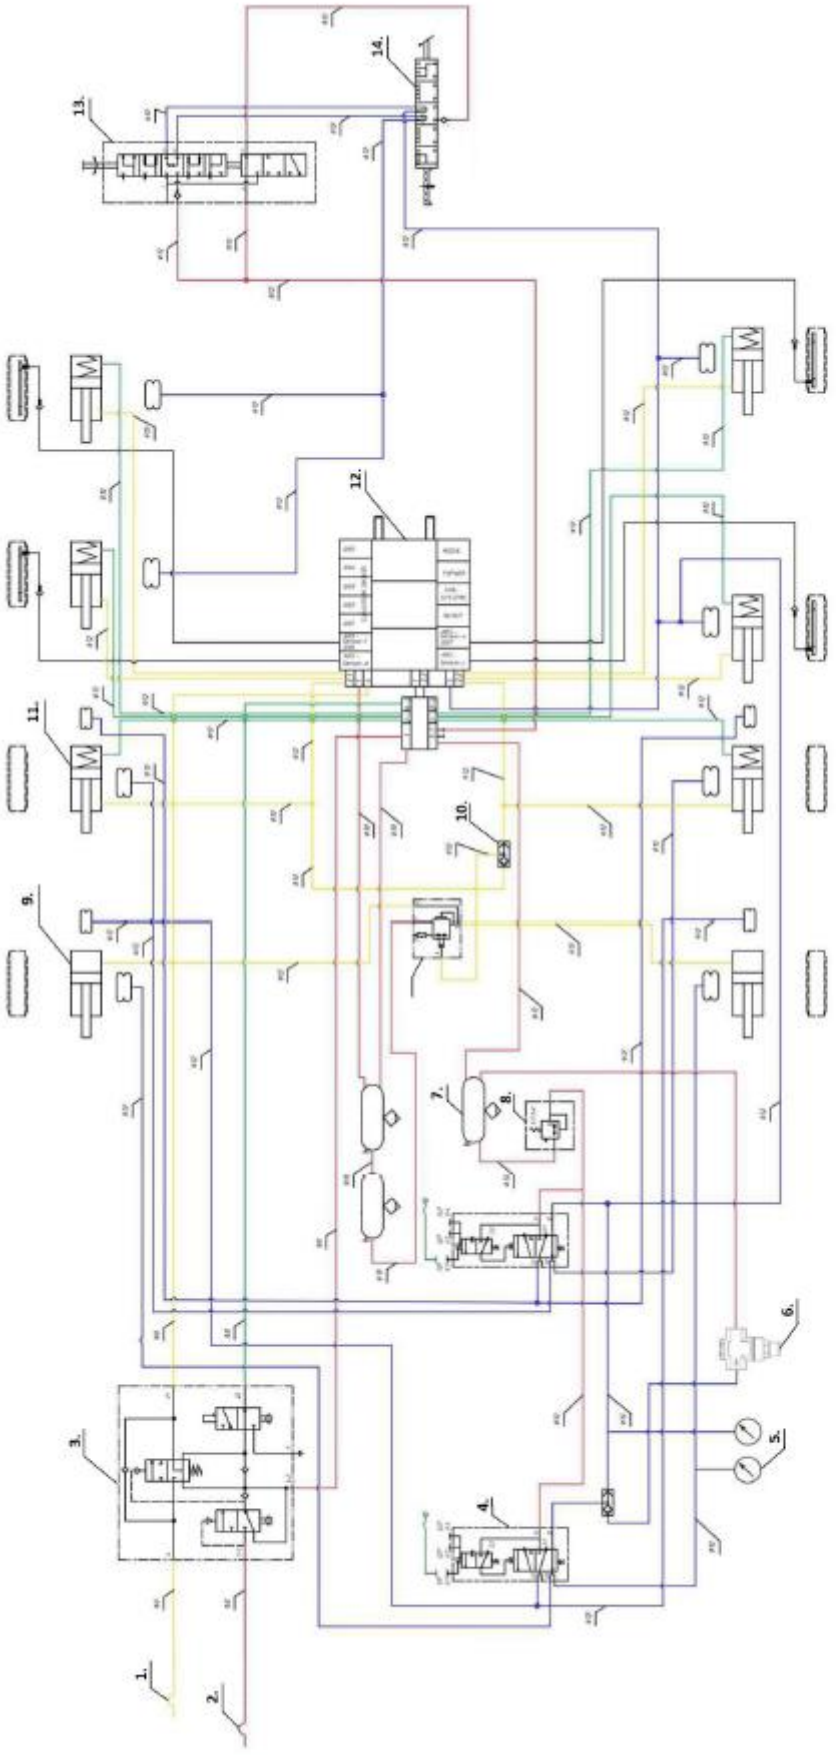

Рис. 1.9 - Схема пневмопривода тормозов полуприцепа
Полуприцеп оборудован рабочей и стояночной тормозной системами с ABS, выполненными по двухпроводной схеме. Принципиальная схема пневмопривода тормозов и перечень входящих элементов приведен на рис. 1.9. Описание работы и дополнительную информацию можно найти на сайте производителя тормозной системы.
Пневмопривод тормозов (рис. 1.9) устроен следующим образом: при подключении полуприцепа соединительными головками (1) к тягачу сжатый воздух по питающей магистрали поступает через магистральный фильтр (2) к крану растормаживания (3) и, проходя через него, заполняет воздушные ресиверы (7). При срабатывании рабочей, стояночной или запасной систем тягача, сжатый воздух по управляющей магистрали подается к выводу тормозного крана (4), который, срабатывая, подает воздух из ресиверов (7) к регулятору тормозных сил (9), где в зависимости от нагрузки на ось входной